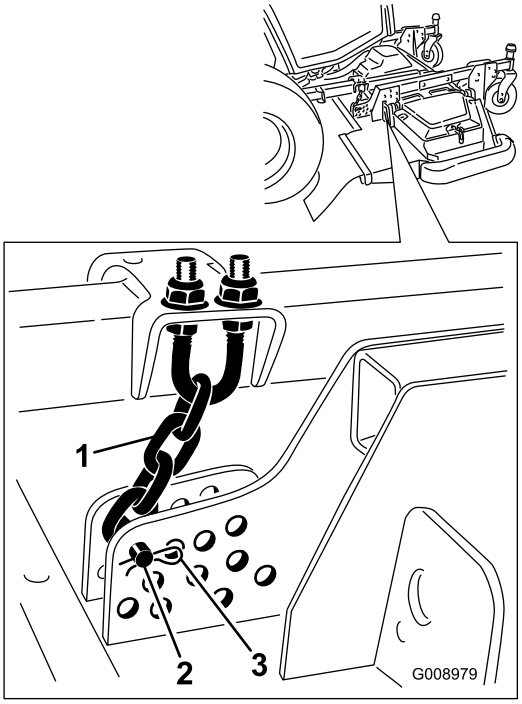

Figuur 137
4. Verwijder de R-pen en de gaffelpen waarmee de maaihoogtekettingen zijn bevestigd aan de achterkant van het maaidek (Figuur 137).